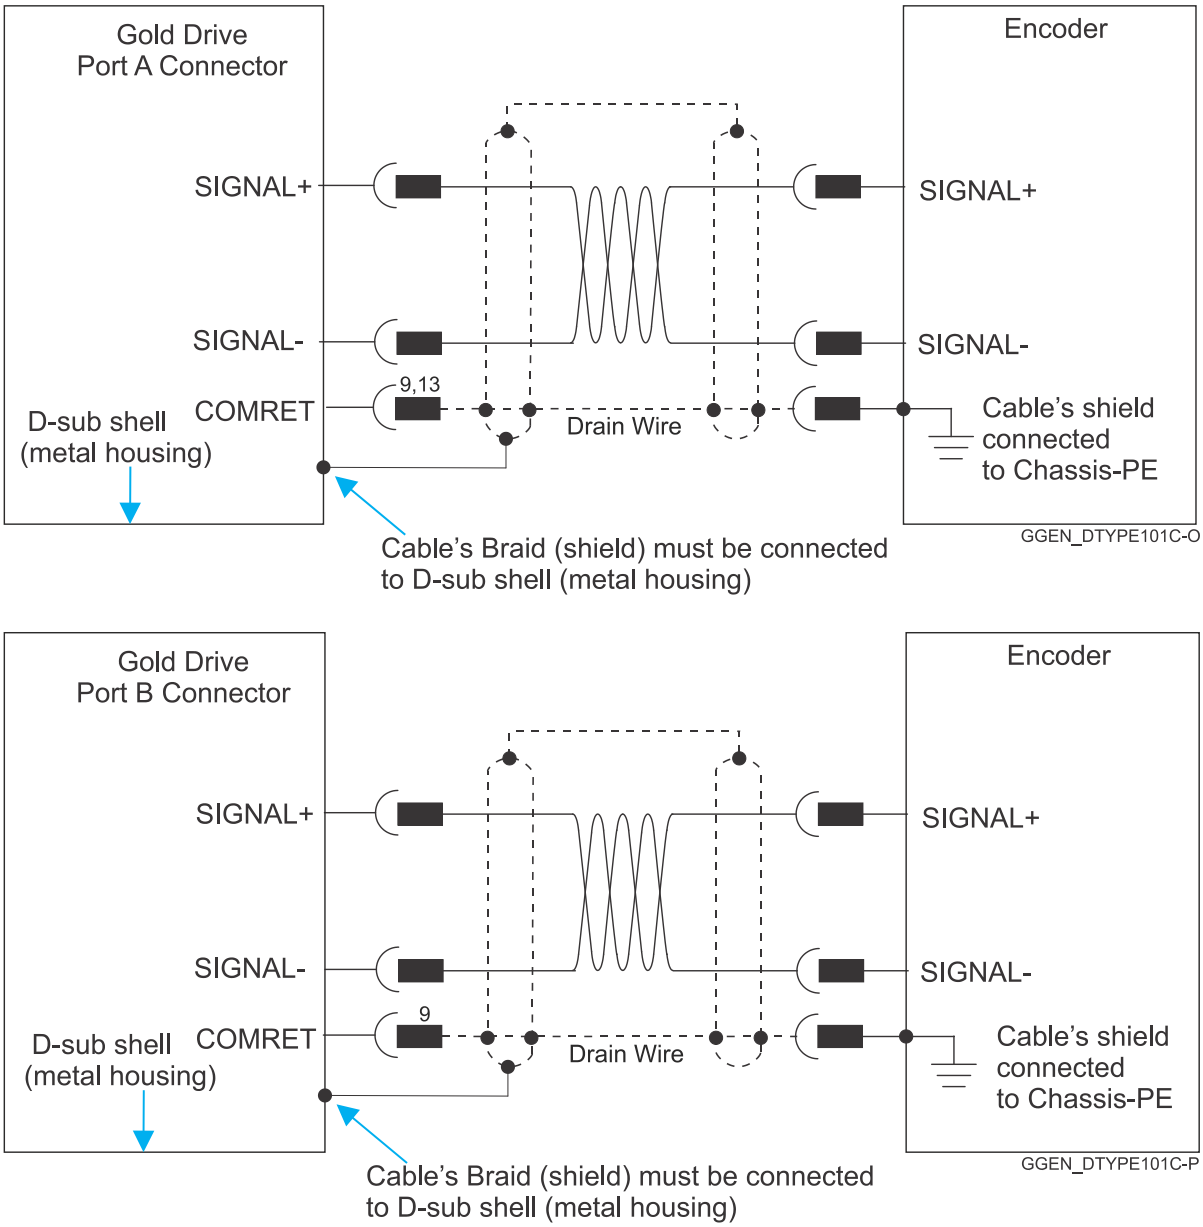

Figure 5: Feedback Port A and B Cable Assemblies
a. At the drive, connect the feedback drain wire to one of the COMRET terminals in the D-Type feedback connector (Figure 5).